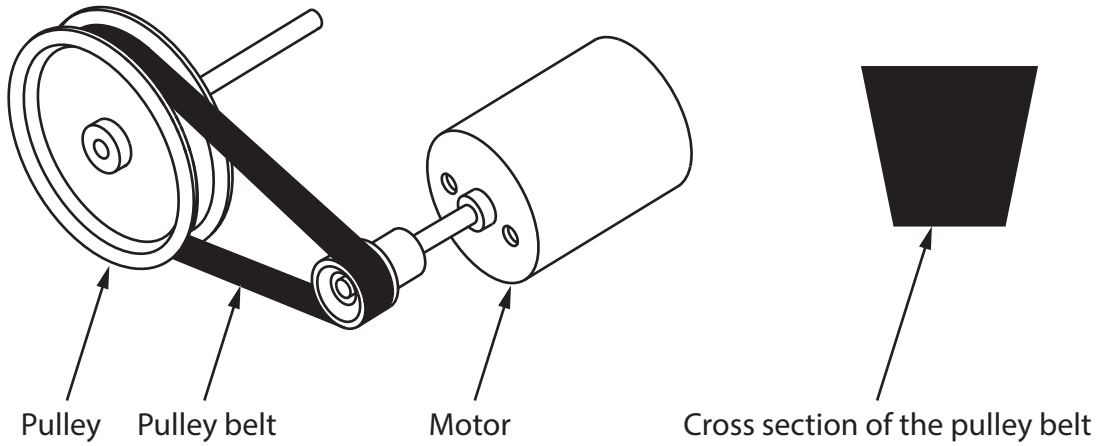

**Figure 5**
**3** Figure 5 shows a pulley and pulley belt, a motor, and the cross section of the pulley belt used in a model boat drive system.
(a) Name the type of pulley belt shown in the cross section in Figure 5.